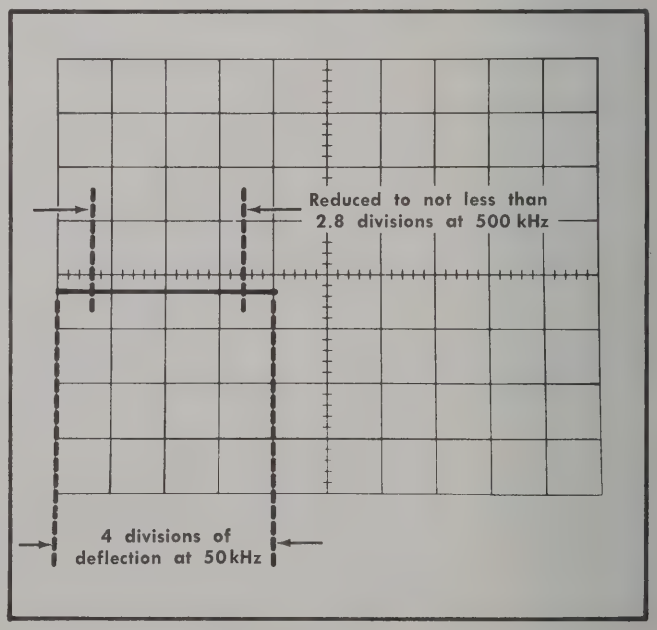

Fig. 5-19. Typical CRT display when checking external horizontal frequency response.
d. Without changing the output amplitude, increase the output frequency of the constant-amplitude generator until the display is reduced to 2.8 divisions (—3 dB point; see Fig. 5-19).